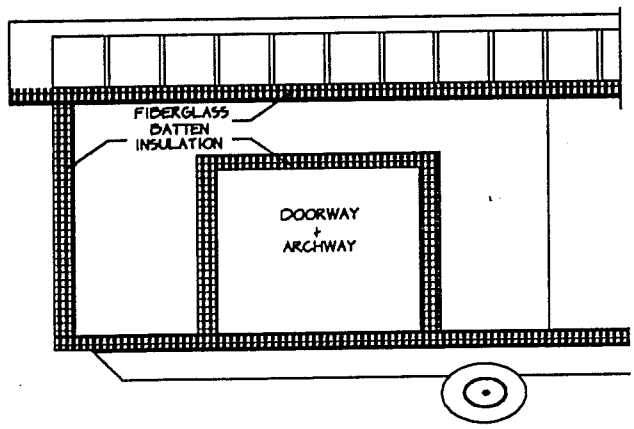

FIGURE 10
13. Before moving the second half into position, a material such as fiberglass batten insulation should be fastened on the mating edges of the floor, walls, ceiling and around all openings such as doorways and archways to prevent the possibility of air infiltration after the home is set up. (See Figure 10)